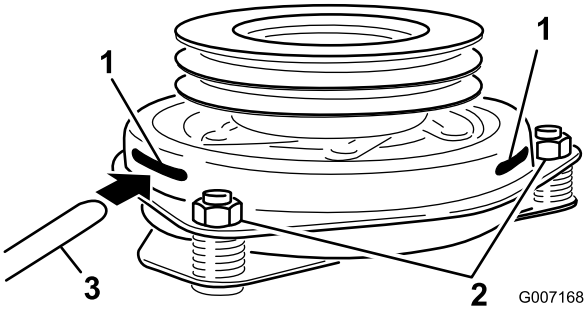

**Figuur 66**
2. Bouten (2) en moeren van de band van de koppeling
8. Steek een voelermaat van 0,381–0,533 mm door een inspectiesleuf in de zijkant van de armatuur. Controleer of deze tussen de wrijvingsvlakken van de armatuur en de rotor zit (Figuur 66).
9. Draai de borgmoeren aan totdat de voelermaat licht is vastgeklemd maar gemakkelijk binnen de spleet kan bewegen (Figuur 66).